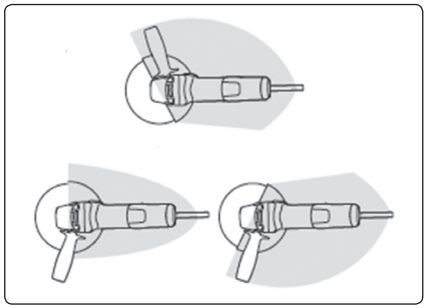

Abb. 5
- **Die Schutzhaube ist je nach dem bloßen Teil der Scheibe so zu installieren, dass in die Richtung der Bedienung einen möglichst geringen Teil der Scheibe bloß ist, um die maximale Sicherheit der Bedienung sicherzustellen, sieh Abb. 5. In den grauen Feldern auf der Abb. 5 ist die Schutzzone der Bedienung je nach der Umdrehung der Schutzhaube gegenüber des bloßen Teiles (Arbeitszone) der Scheibe dargestellt. Bei Änderung der Arbeitszone der Scheibe die Stellung der Schutzhaube entsprechend ändern, um die maximale Sicherheit der Bedienung sicherzustellen.**
- Hebel des Schnellspannsystems der Schutzhaube aufklappen und die Aufnahme der Schutzhaube über die Mulde auf den Hals des Schleifers aufsetzen, wobei sich die Vorsprung auf der Aufnahme der Schutzhaube in der Mulde auf dem Hals des Schleifers befinden muss und die Aufnahme der Schutzhaube auf dem Hals des Schleifers möglichst unten sitzt. Dann die Schutzabdeckung so umdrehen, um die maximale Sicherheit des Benutzers bezüglich der Position der Bedienung und des bloßen Teiles der Scheibe, mit der geschnitten wird, (sieh Abb. 5) sicherzustellen. Vor dem Aufklappen des Hebels des Schnellspannsystems überzeugen Sie sich, dass die Schutzhaube richtig aufgesetzt ist und klappen Sie den Hebel des Schnellspannsystems wieder aus. Dann mit geeignetem Montagewerkzeug die Aufnahme der Schutzhaube durch Drehen der Mutter an der Schraube der Schutzhaube festziehen, um die Schutzhaube für den Betrieb des Schleifers zu sichern, wobei der Hebel des Schnellspannsystems für eventuelle Änderung der Stellung der Schutzhaube aufklappbar bleiben muss. Überzeugen Sie sich durch Ziehen an der Schutzhaube, dass die Schutzhaube des Schleifers fest gesichert ist.